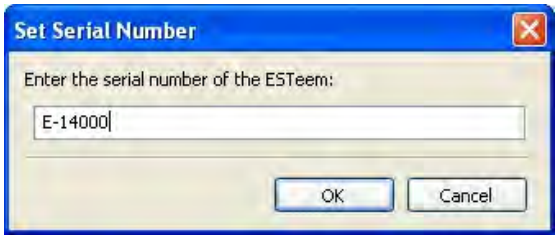
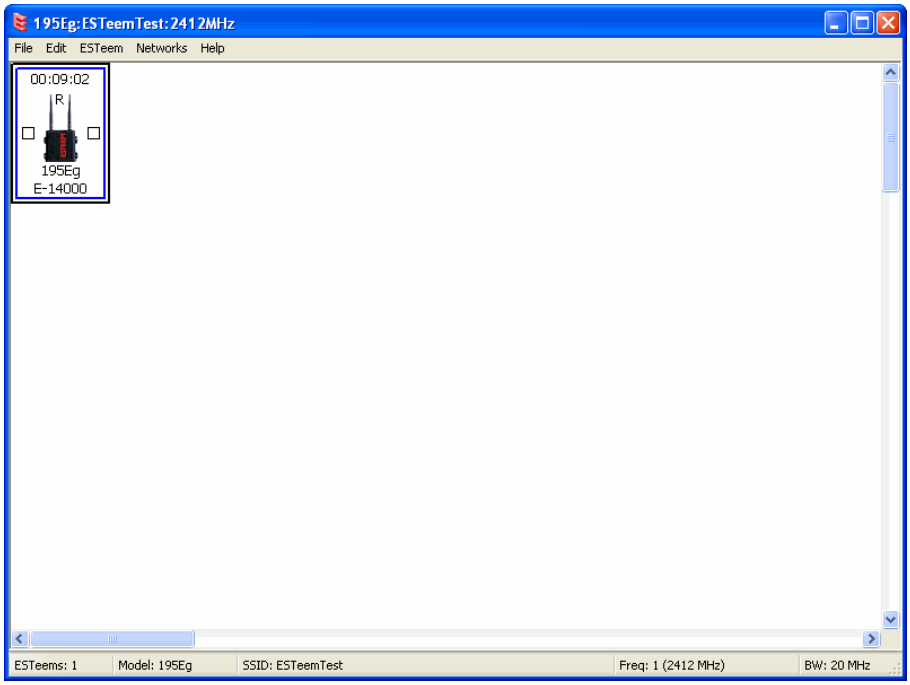

Figure 10: Enter the Serial Number
Figure 11: Main Office ESTeem Horizon
2. Enter in the ESTeem Horizon serial numbers used for the example (for example enter Z-14000 in the Set Serial Number Box) and press the OK button (Figure 10). The ENC Utility will look up the ESTeem Horizon's serial number in the database and match the correct Wireless LAN MAC (WLAN MAC) address to the modem. This WLAN MAC address will be displayed above the modem symbol on the screen (Figure 11).